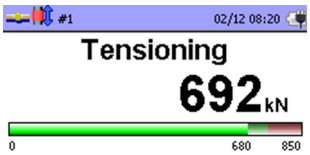

Fig. 52: Control unit display
⇨ The tensile force achieved is within the tolerance window and the control unit (BE) indicates Fig. 52.